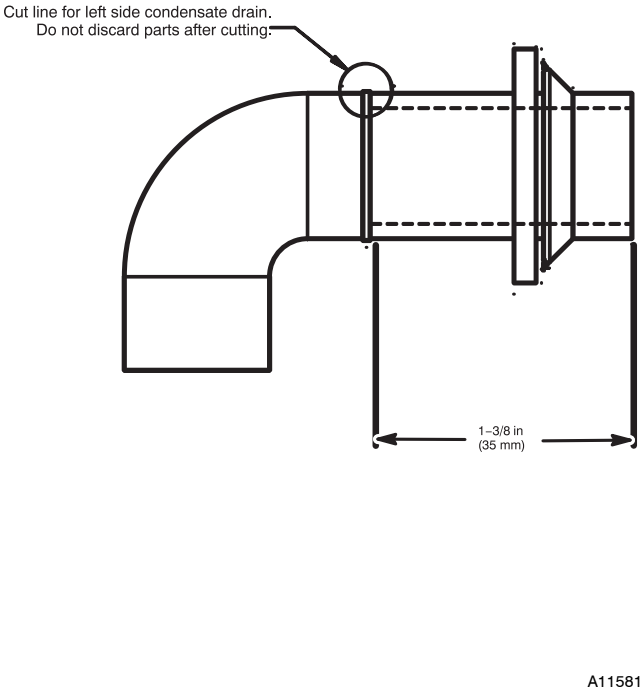

Fig. 15 - Modify Rubber Drain Elbow
3. The Z-pipe is connected to the condensate trap and the outside of the furnace by modifying the formed rubber drain elbow as shown in Fig. 15.
4. Remove the formed grommet from the rubber drain elbow by cutting the elbow along the vertical line located about 1-3/8 in. (35 mm) away from the formed grommet. See Fig. 15. **DO NOT DISCARD THE FORMED GROMMET OR THE RUBBER ELBOW**. Both of these pieces will be used.
TIP FROM CONTRACTORS: When installing the furnace horizontally, use the entire drain elbow (that is, do NOT cut as shown in Fig. 15 to connect the trap to the drain line. This helps to prevent bumps and shocks to the drain line from damaging the furnace drain trap. Avoid misalignment of the drain pipe which may cause kinks in the elbow.